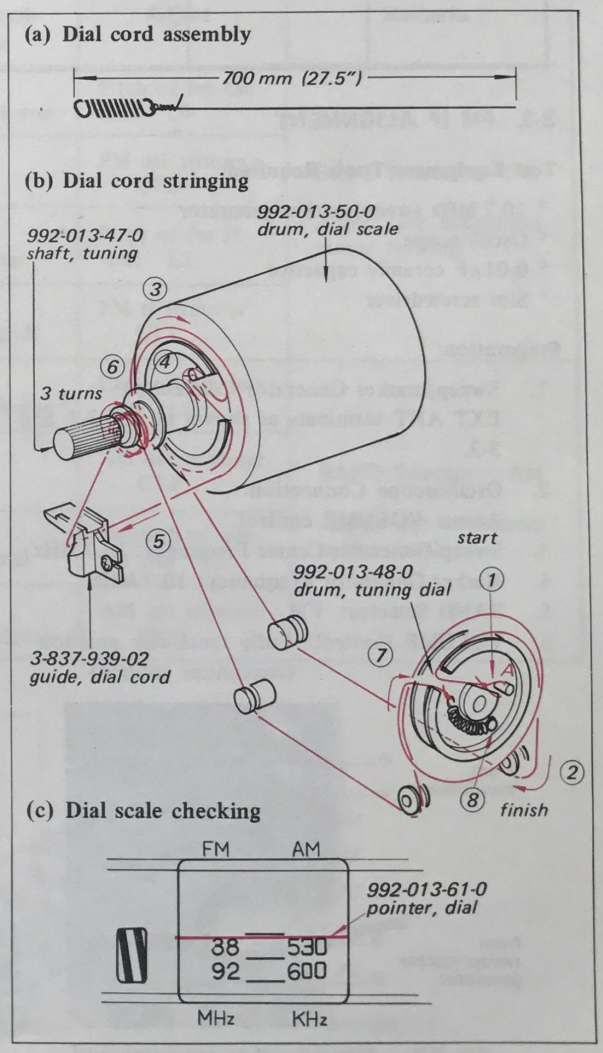

*Fig. 2-8.*
1. Make a dial cord assembly as shown in Fig. 2-8 (a).
3. Knot the free end of the dial cord at the protrusion A on the tuning dial drum and string the cord following the steps as shown in Fig. 2-8 (b).
5. Set the tuning dial knob fully counterclockwise and check that the uppermost line on the dial scale places just on the dial pointer as shown in Fig. 2-8 (c).